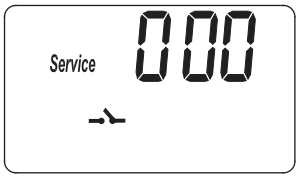
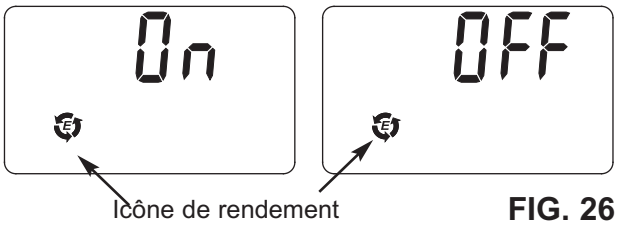

FIG. 25
FIG. 26
1. Appuyez sur le bouton PROGRAM (programmer) et maintenez-le enfoncé jusqu'à ce que l'écran de la figure 25 s'affiche. Une fois l'écran affiché, appuyez une fois sur le bouton PROGRAM (programmer) et l'un des deux écrans de la figure 26 s'affichera.